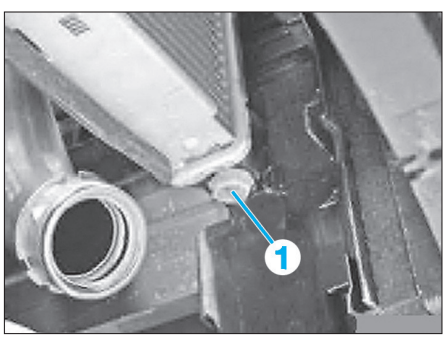

Fig. 40
- la vis de vidange (1) au bas du radiateur **(Fig.40)**.